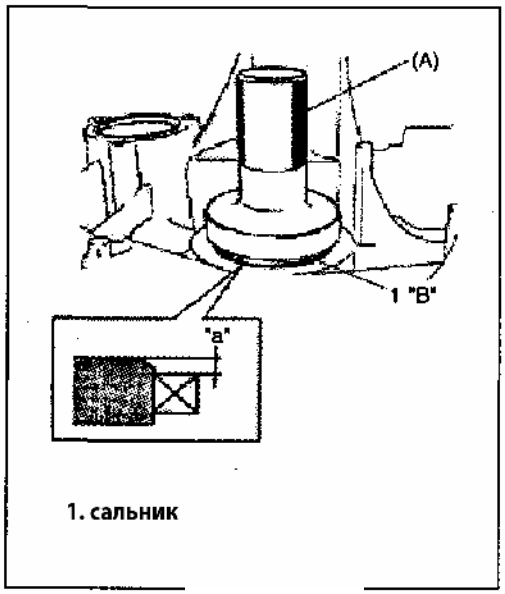

Рис. 399
"a": 1.0-1.5 мм (Рис. 399)
1) Установите сальник левого корпуса при помощи специального инструмента и молотка до выравнивания сальника с корпусом, нанесите смазочный материал на крышку сальника (Рис. 399).